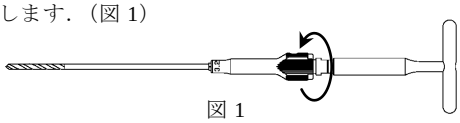

図 1
1) 3.2 ドリルの後端に 3.2 ドリルチャックを接続し，ガイドピンチャック用ソケットレンチを用いて確実に固定します．（図 1）